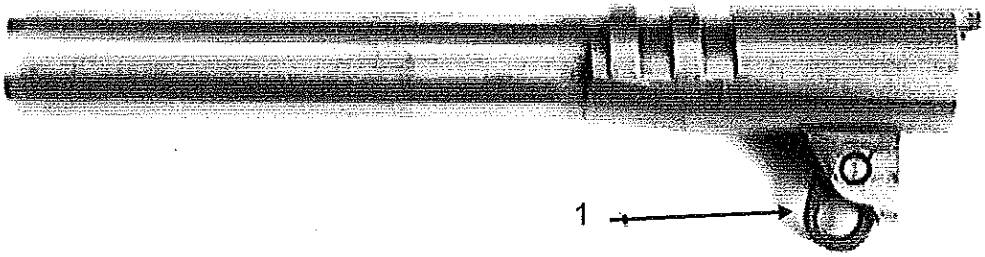

Figure A-15. Barrel Assembly.
10. Place the barrel link (see. Fig A-15, item 1 on page 172) in the forward position. Remove the barrel from the slide assembly by sliding it up and over the locking recesses and out of the slide.